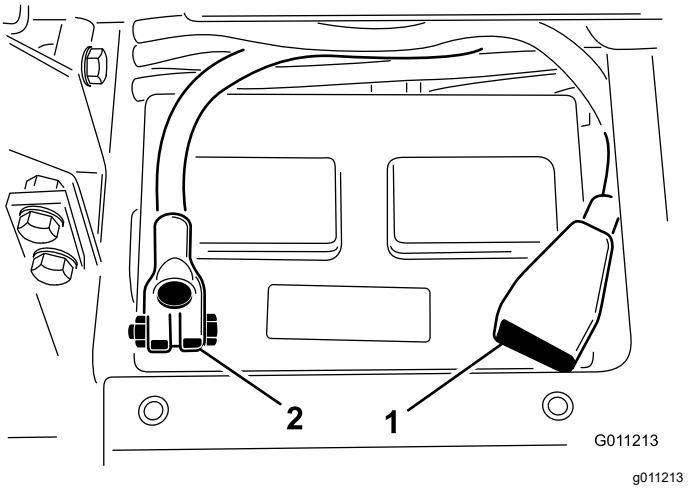

Figur 5
5. Sæt pluskablet (rødt) på batteriets pluspol (+), og fastgør dem med T-bolt og møtrik (Figur 5).
6. Sæt minuskablet (sort) på batteriets minuspol (-), og fastgør dem med T-bolt og møtrik (Figur 5).